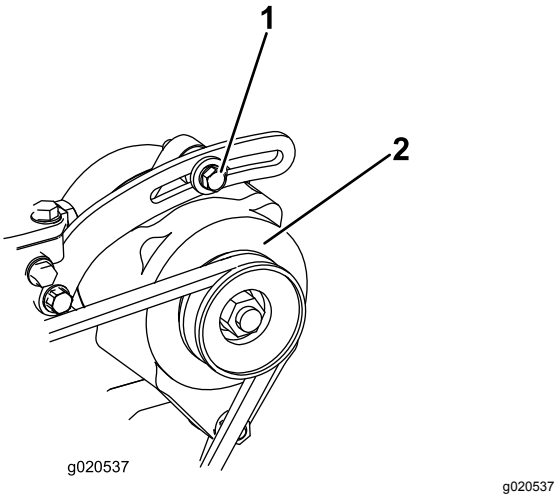

Figur 99
1. Hvis du ikke kan trykke den ned 10 mm, løsner du monteringsboltene for generatoren (Figur 99).